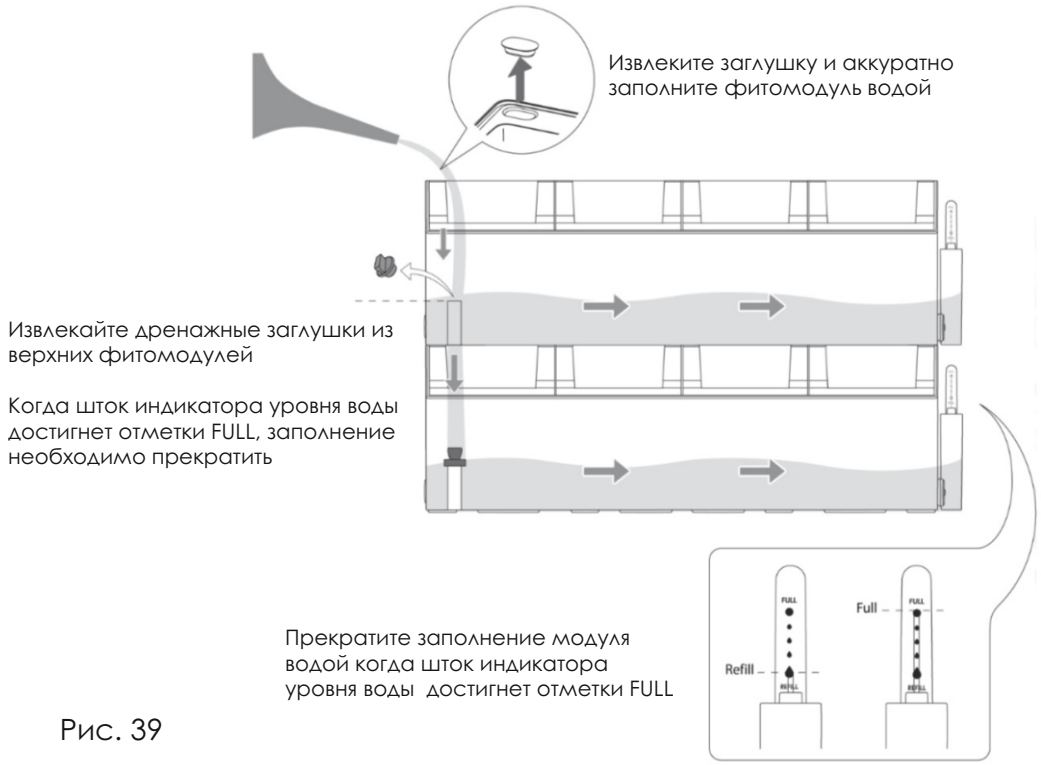

Рис. 39
- Извлеките заглушку, расположенную на крышке и аккуратно заполните модуль водой. См. (рис. 39)
- Индикатор уровня воды обозначит объем залитой жидкости. прекратите наполнение фитомодуля водой, когда индикатор уровня воды достигнет отметки **FULL.** См. (рис. 39)